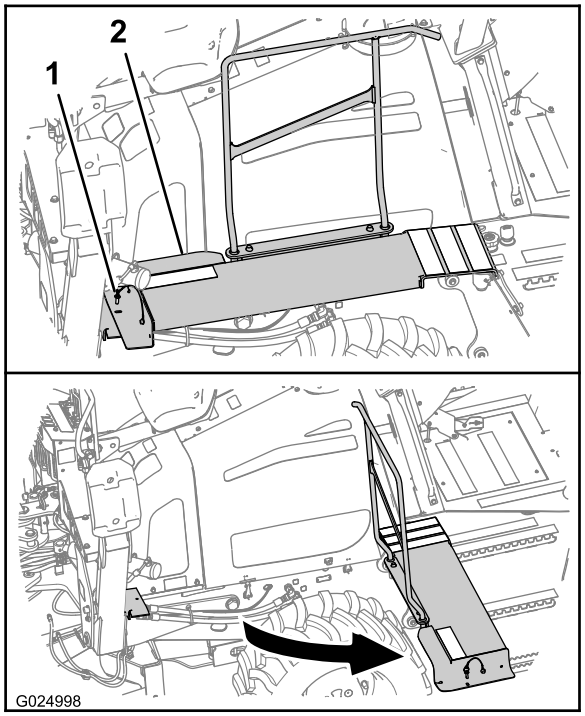

Рисунок 58
A. С левой стороны машины снимите стопорный штифт с переднего конца пешеходных мостков (Рисунок 58).
B. Отведите пешеходные мостки в сторону от машины, как показано на Рисунок 58.
A. Поверните передний конец пешеходных мостков в его исходное положение (Рисунок 58).
B. Совместите отверстие в пешеходных мостках с отверстием в опорном кронштейне мостков (Рисунок 58).